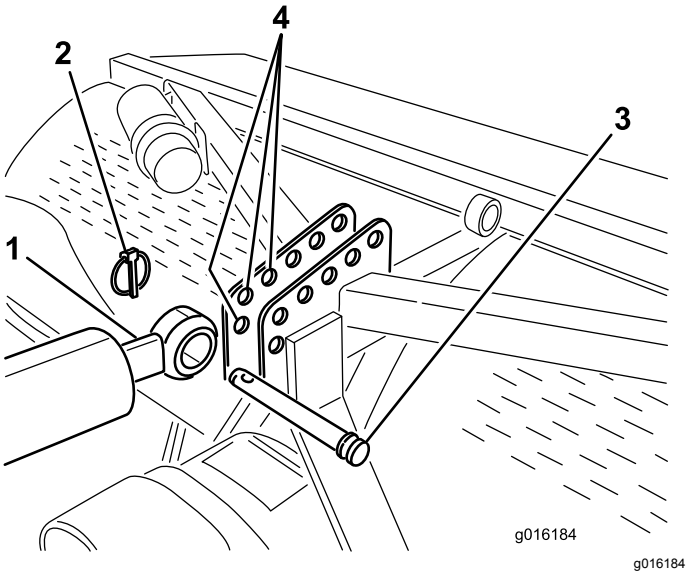
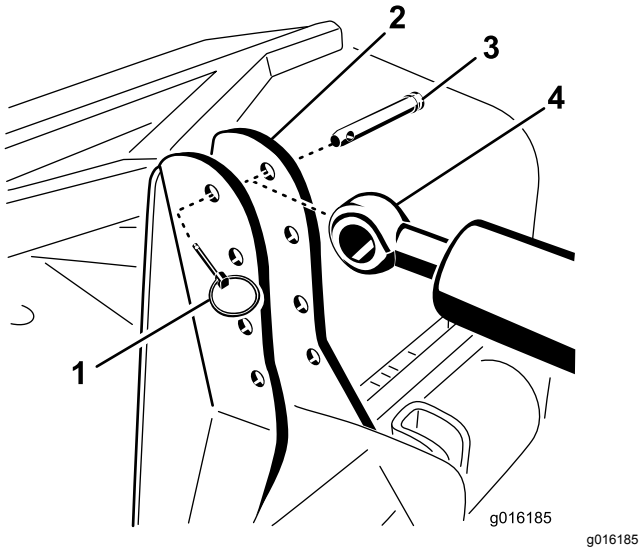

Figur 6
Figur 7
7. Sätt fast stavänden på den hydrauliska topplänken i det främsta hålet på luftarens fäste med en länkpinne och en hjulsprint (Figur 6 eller Figur 7).